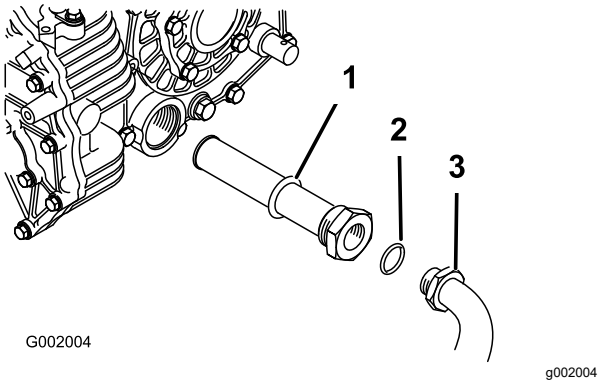

Figur 57
5. Ta bort hydraulslangen och 90-graderskopplingen (Figur 57).